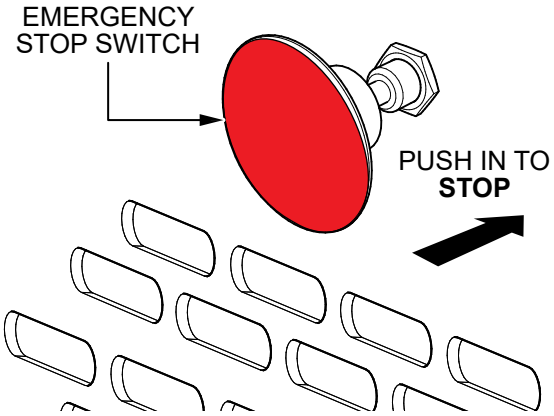

Figure 25. Emergency Stop Switch (STOP)
8. Once the engine has started, the emergency stop switch should be tested for proper operation. Press the emergency stop switch (Figure 25) and observe that the engine has stopped.